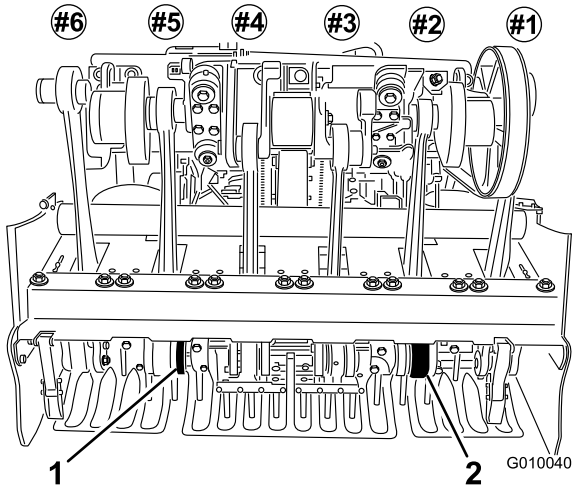

**Figuur 25**
5. Monteer de tanden in de houders 2 en 5 (Figuur 25). Draai de bouten vast.